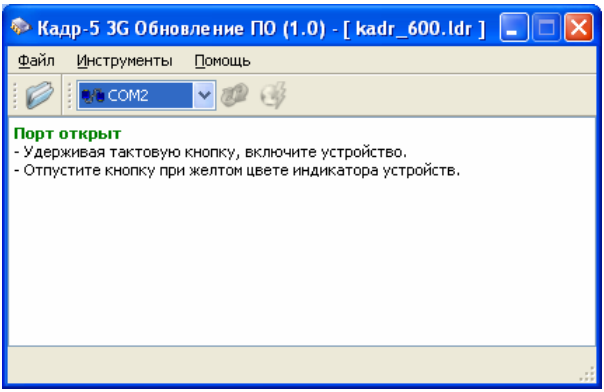

Рис. 37. Вид после успешного открытия порта
6. Нажмите кнопку с изображением или выберите пункт меню «Инструменты/Открыть порт». В случае успешного открытия порта главное окно программы примет вид, показанный на Рис.37.